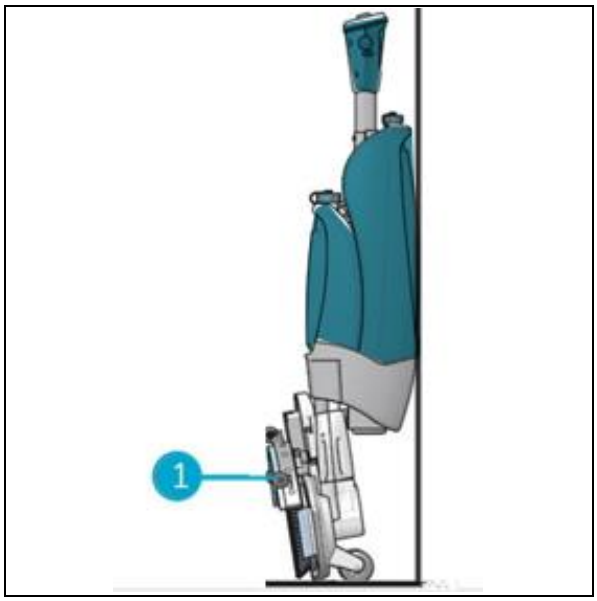

Abbildung 33
3. Lagern Sie den i-mop® XL in der Nähe einer Wand (Abbildung 33, Pos. 1), wobei der Stiel zur Wand zeigt und die Bürsten von der Wand abgewandt sind.